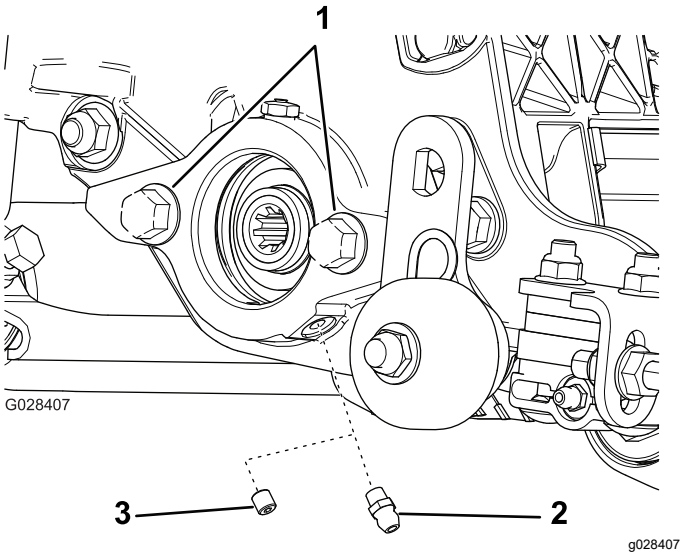

Figur 5
1. Lossa och kassera ställskruven på cylindermotorns sidoplåt (Figur 5).
2. Montera den raka smörjnippeln (Figur 5).
3. Om det inte finns några bultar på cylindermotorns sidoplåt monterar du dem (Figur 5).
Vertikalklipparna kan monteras på någon av de fem olika platserna på traktorenheten. Figur 5 visar drivmotorns placering för var och en av platserna. Montera en motvikt på vertikalklipparens vänstra sida om vertikalklipparen monteras på en plats som gör att motorn måste monteras på dess högra sida. Om vertikalklipparen monteras på en plats som gör att motorn hamnar på klipparens vänstra sida, monterar du i stället en motvikt på vertikalklipparens högra sida.